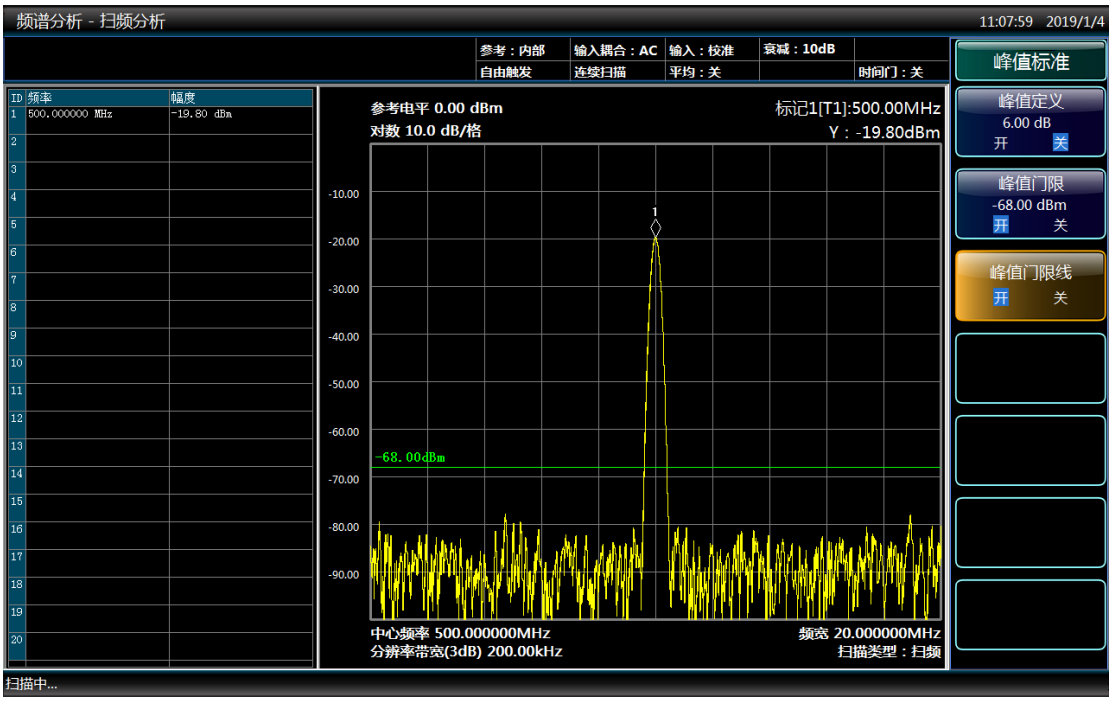

图 3.22 打开峰值门限界面
- 按【峰值搜索】键，打开峰值搜索软菜单，按[菜单 1/2][峰值标准 ▸][峰值门限 开 关]，并将峰值门限设定为-68dBm，如图 3.22 所示。